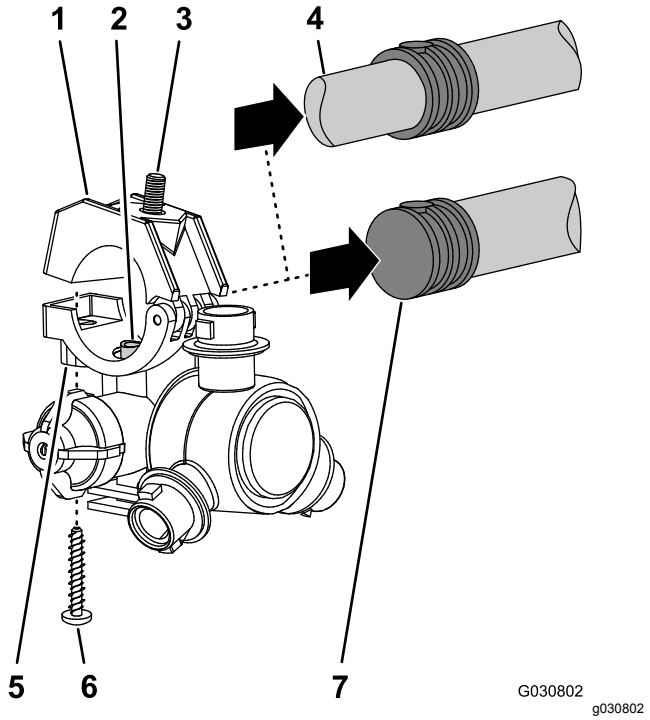

Figuur 98
5. Gebruik de 8 spuitdoppen die u verwijderd hebt in stap 1 om de schroeven van roestvrij staal (nr. 12 x 1-1/4") waarmee de bovenste klemhelften en de dubbele of enkele steel met slangribbel (3/4") bevestigd zijn aan de behuizing van de spuitdoppen, en verwijder de stelen met slangribbel (Figuur 98).